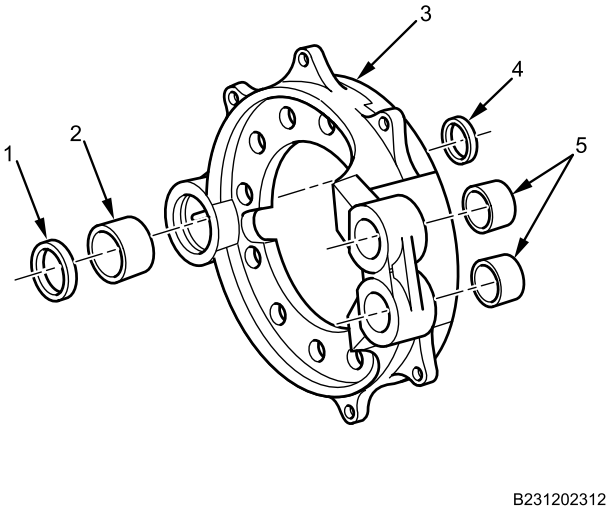

Figure 3. Remove Seals and Bushings.
1. Using seal removal tool, remove two camshaft seals (Figure 3, Item 1 and 4) from front brake spider assembly (Figure 3, Item 3). Discard seals.
2. Using bushing puller tool, remove two anchor pin bushings (Figure 3, Item 5) and camshaft bushing (Figure 3, Item 2) from front brake spider assembly (Figure 3, Item 3). Discard bushings.